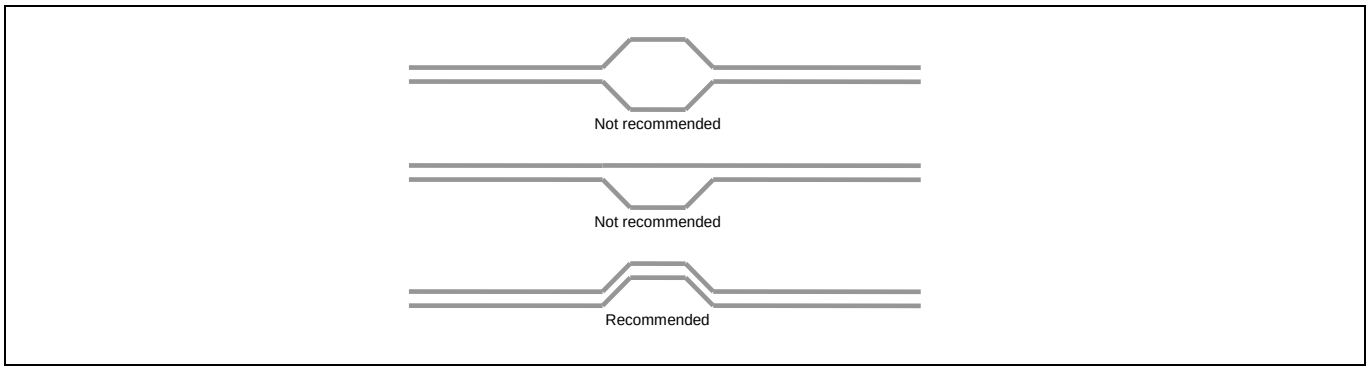

Figure 14 Differential pairs impedance matching techniques
- Keep trace spacing between differential pairs consistent to avoid impedance mismatches as shown in Figure 14